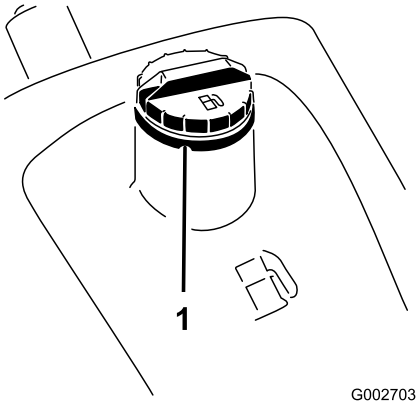

Figur 14
1. Rengör området runt tanklocket (Figur 14).